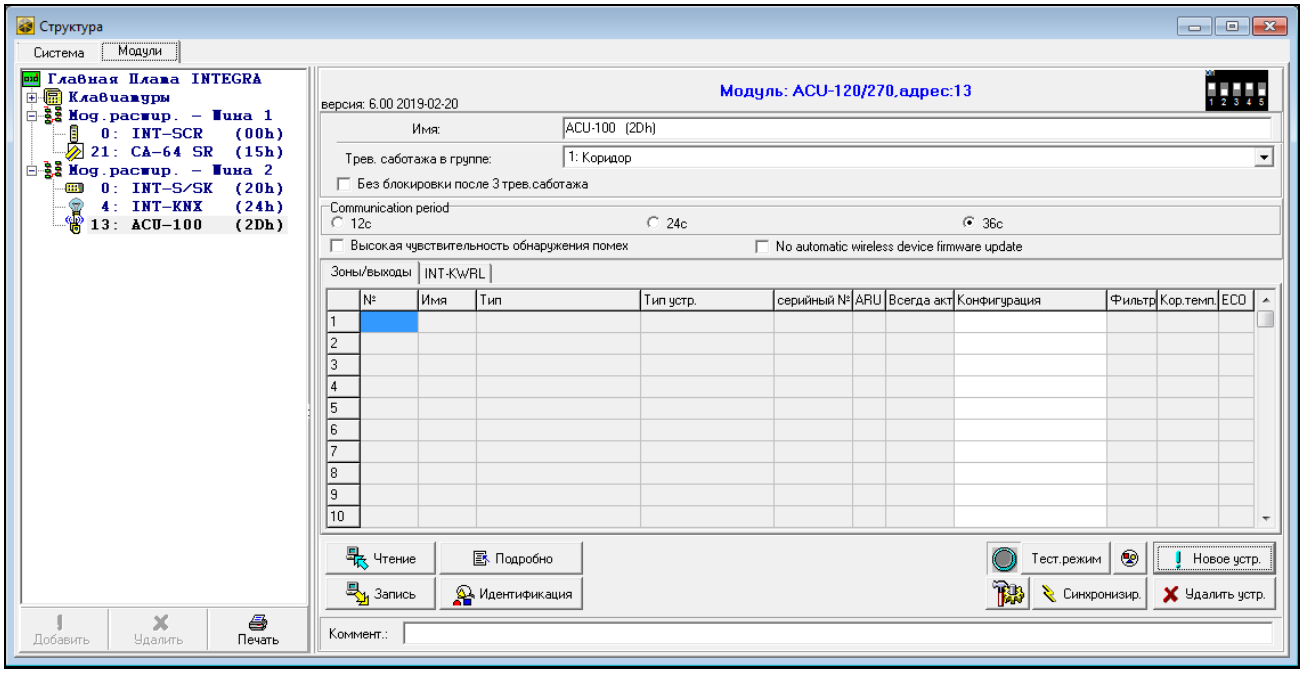

Рис. 21. Программа DLOADX: параметры и опции контроллера, подключенного к прибору INTEGRA / IINTEGRA Plus.
- программа DLOADX: окно «Структура» →закладка «Модули» →ветка «Модули расширения» →*[название контроллера]* (рис. 21).